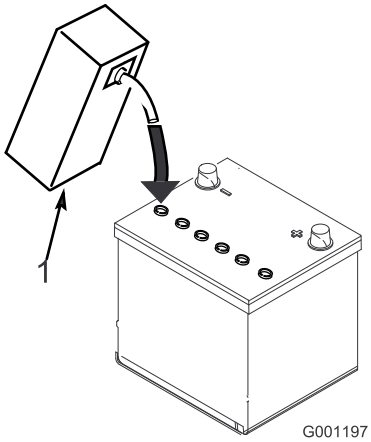

**Figur 6**
3. Fyll hver celle forsiktig med elektrolytt til platene er dekket med ca. 6 mm væske (Figur 6).
4. La elektrolytten trekke inn i platene i ca. 20–30 minutter. Etterfyll etter behov for å holde elektrolyttnivået på ca. 6 mm fra bunnen av påfyllingsbrønnen (Figur 6).